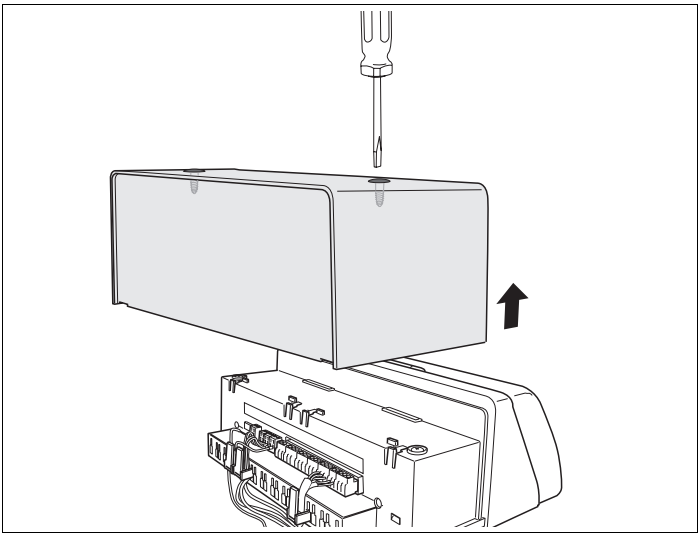

Rys. 5 Zdjęcie pokrywy
- Odkręcić 2 śruby znajdujące się na górnej stronie pokrywy (rys. 5).